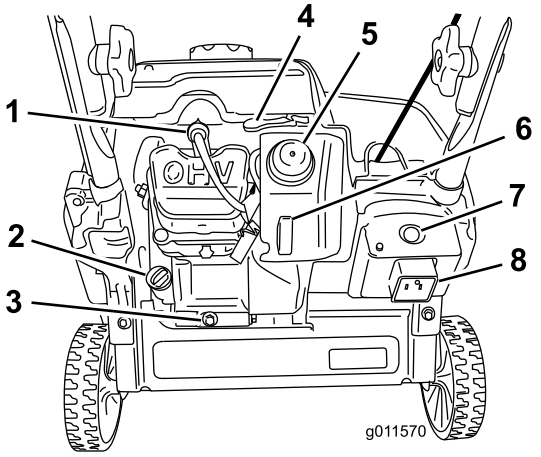

Rysunek 11
2. Wyczyść obszar wokół korka wlewu oleju (Rysunek 11).
3. Wyczyść obszar wokół korka wlewu oleju (Rysunek 11).